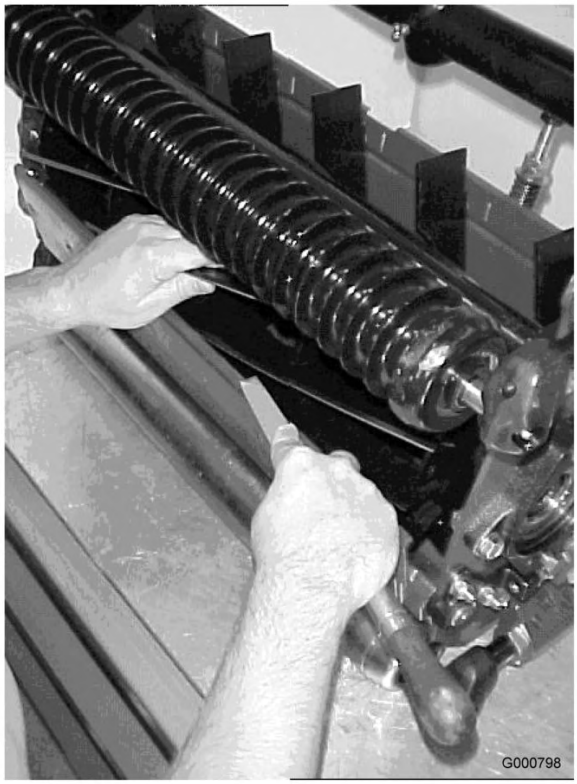

Figura 84
11. Quando a unidade de corte estiver devidamente afiada, o fio de corte dianteiro da lâmina vai-se tornando irregular. Com uma lima, elimine cuidadosamente essa irregularidade, sem desgastar o fio de corte (Figura 84).